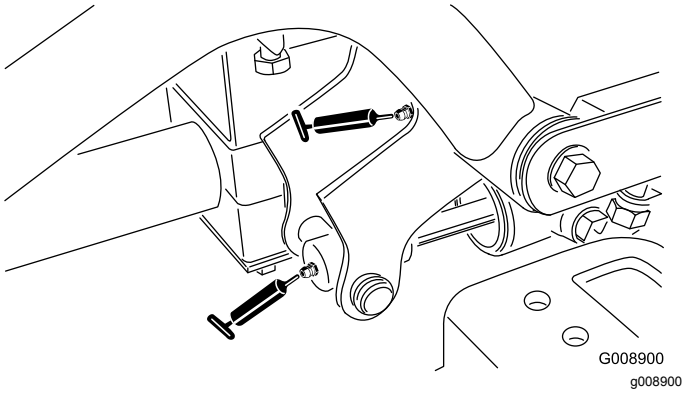

Figur 40
- 2 främre lyftarmstappar och lyftcylinder, höger (Figur 40)